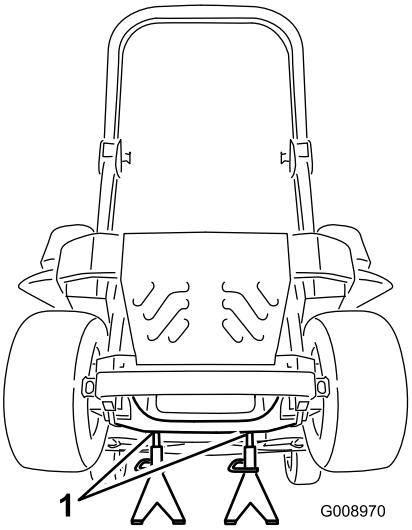

Figur 85
3. Løft opp maskinen og støtt den med jekkstøtter (Figur 85).
9. Ta bort jekkstøttene, og senk maskinen ned (Figur 85).